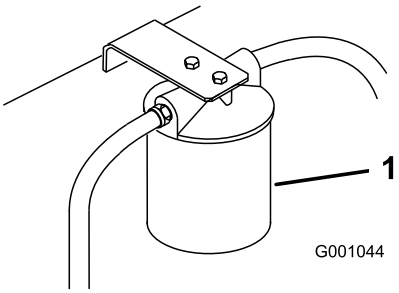

Figur 69
3. Stil et aftapningskar under filteret, fjern det gamle filter, og tør filteradapterpakningens overflade ren (Figur 69).